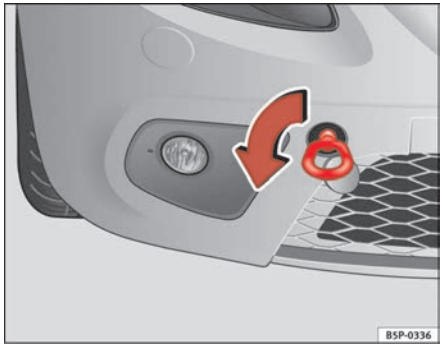
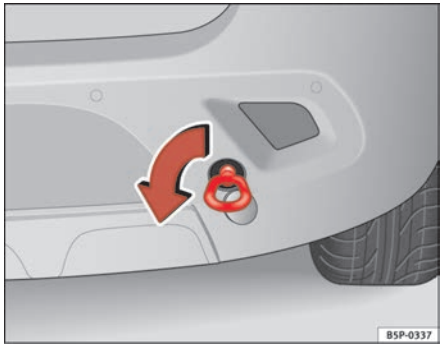

Fig. 207 Front towing eye for vehicles with four-wheel drive
Fig. 208 Rear towing eye for vehicles with four-wheel drive
– Screw the towing eye as shown by arrow *anti-clockwise* to the limit position in the front ⇒ fig. 207 or rear ⇒ fig. 208 threaded hole. ■